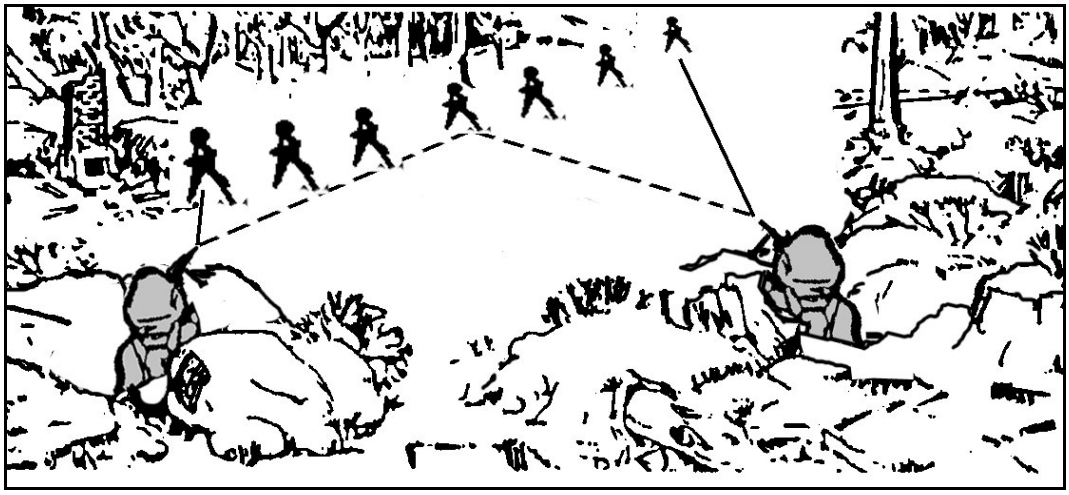

Figure 5-15. Engagement of linear targets with a pair of gunners.
(2) *Linear Targets*. When using a pair of machine guns to engage a linear target, the target is divided at midpoint with the gunner on the right of the target firing on the right half, and the gunner on the left of the target firing on the left half (Figure 5-15).